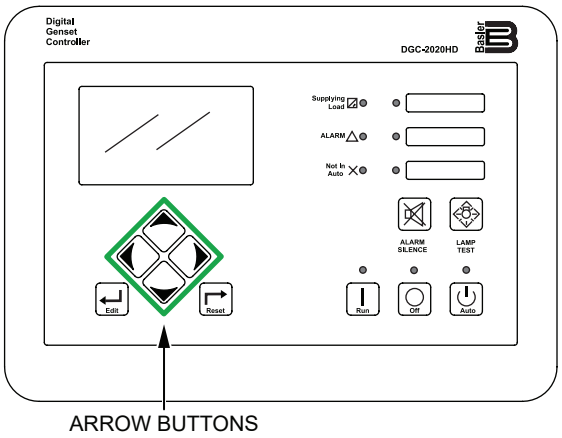

Figure 87. Digital Controller (Arrow Buttons)
2. Use the **Arrow buttons** (Figure 87) to navigate to the **Escape Mode Request menu**: (Settings->Communication->CAN Bus2(ECU) Setup->ECU Setup->General Settings->Escape Mode Request).
2. Use the **Arrow buttons** (Figure 87) to navigate to the **J1939 ECU menu** (Metering->J1939 ECU). This will allow the operator to perform the following diagnostics: